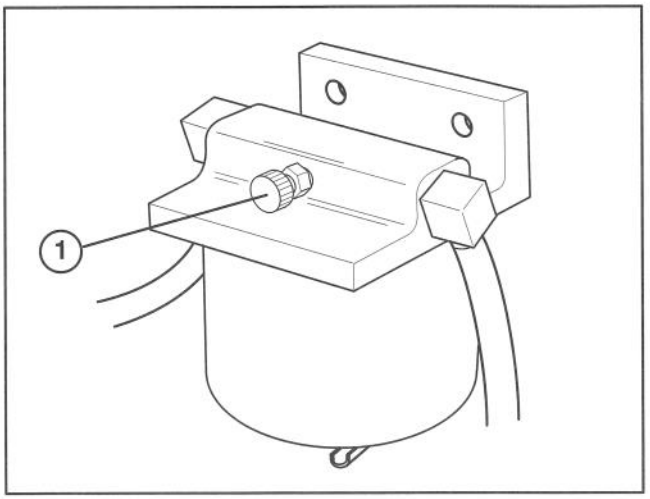

Figure 26
BLEEDING FUEL SYSTEM (Fig. 26 & 27)
2. Loosen air bleed screw on top of fuel filter/water separator (Fig. 26).